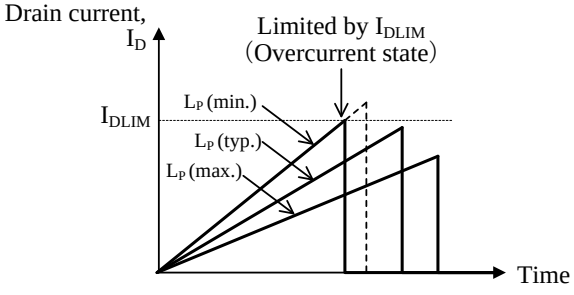

Figure 13-2 Relation between L_P and drain current I_D
2) The peak value of drain current I_D in normal operation is determined by L_P value. Since the slope of I_D is expressed as V_{DS}/L_P, the smaller the L_P value, the steeper the slope of I_D becomes. Thus the peak value of drain current becomes high as shown in Figure 13-2. The IC limits the peak current by drain current limit I_{DLIM} (Overcurrent state). If L_P value becomes small by variation, there is the case that the system is in overcurrent state. Then the designed output power cannot be achieved. Thus the L_P value should be determined after the confirmation in actual operation using minimum L_P value within the variation, where the peak current value should be less than I_{DLIM}(MIN) in minimum input voltage of power supply.